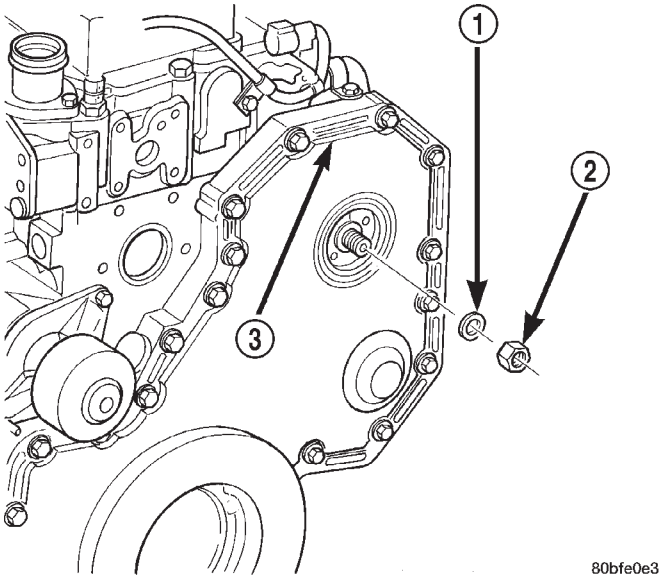

Fig. 34 Pump Shaft Nut/Washer
(9) Remove nut and washer retaining injection pump gear to injection pump shaft (Fig. 34).